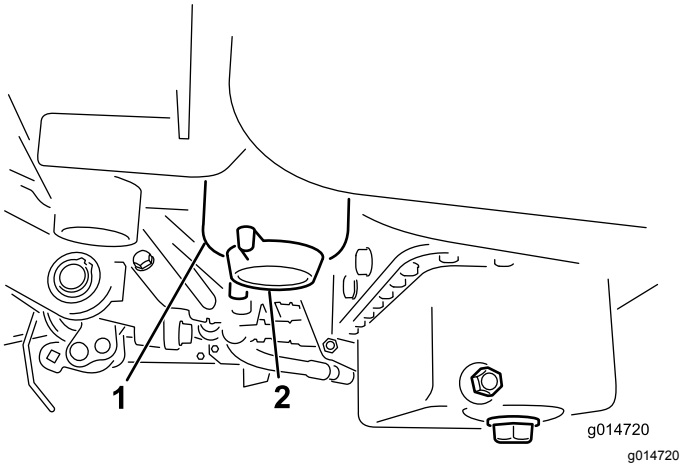

Figur 49
2. Rengör området där filterskålen ska monteras (Figur 49).
4. Öppna filtrets avtappningsplugg (Figur 49).